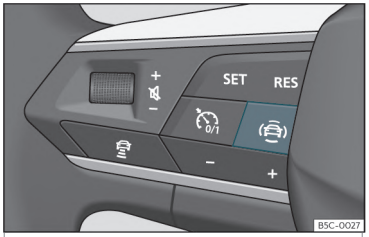

Fig. 64 Partea stângă a volanului multifuncțional: buton pentru sistemele de asistență pentru șofer (în funcție de versiuni).
- Apăsați butonul ››› **fig. 64** pentru a deschide meniul **Aids** (sisteme de asistență).